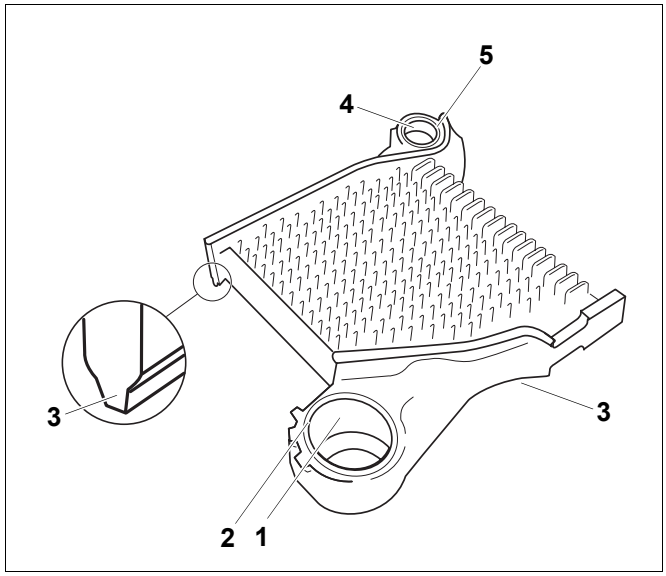

Rys. 11 Człon środkowy
- W razie potrzeby opiłować grat na piastach (rys. 11, **poz. 2** i **5**).
- Wpusty uszczelniające (rys. 11, **poz. 3**) muszą być czyste i suche, w razie potrzeby należy je wyczyścić.
- Oczyścić płaszczyzny uszczelniające piast (rys. 11, **poz. 1** i **4**) szmatką nasyconą benzyną i pomalować minią.